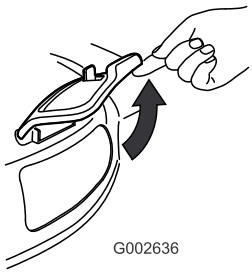

**Figur 32**
2. Lyft upp sidoutkastarluckan (Figur 32).